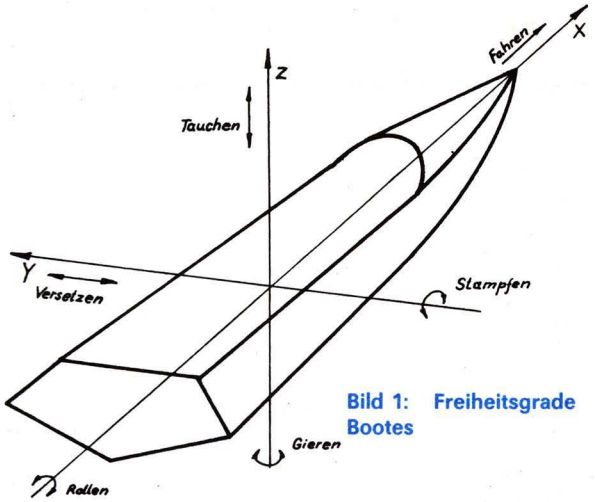

Bild 1: Freiheitsgrade eines Bootes
Jedes Schiff hat neben der erwünschten Fahrt in Richtung seiner Längsachse (X) mehr oder weniger starke Bewegungen in und um alle Achsen. Es rollt und schlingert um seine Längsachse nach Backbord und Steuerbord, es stampft um seine horizontale Querachse (Y), es taucht insgesamt in Richtung der vertikalen Achse (Z) ein und aus, schwingt um diese Achse (Gieren) und versetzt seitlich in Richtung der Y-Achse. Die Bewegung um die horizontale Querachse Y ist bei Gleitbooten als Galoppieren bekannt (Bild 1).